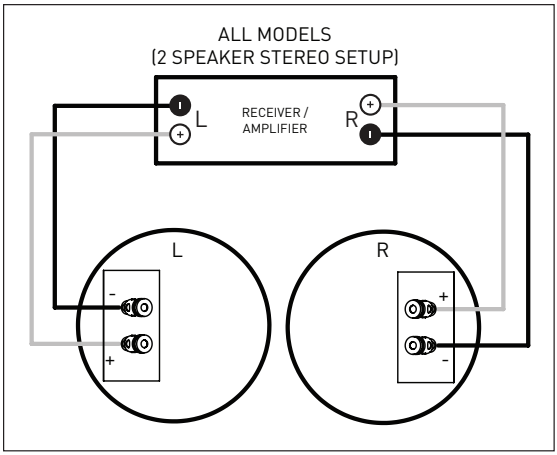

Fig. 5a
2. Connecting (Fig. 5a) *(all models except **H65-SM**, see below)*